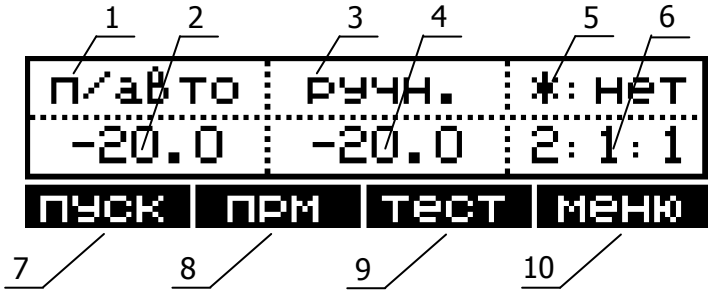

Рисунок 11 — Основное состояние дисплея
2.12.1 Схемы подключения оптических датчиков и термометров отображаются в основном состоянии дисплея (поз. 6 рисунок 11) в виде трех чисел, разделенных двоеточием.